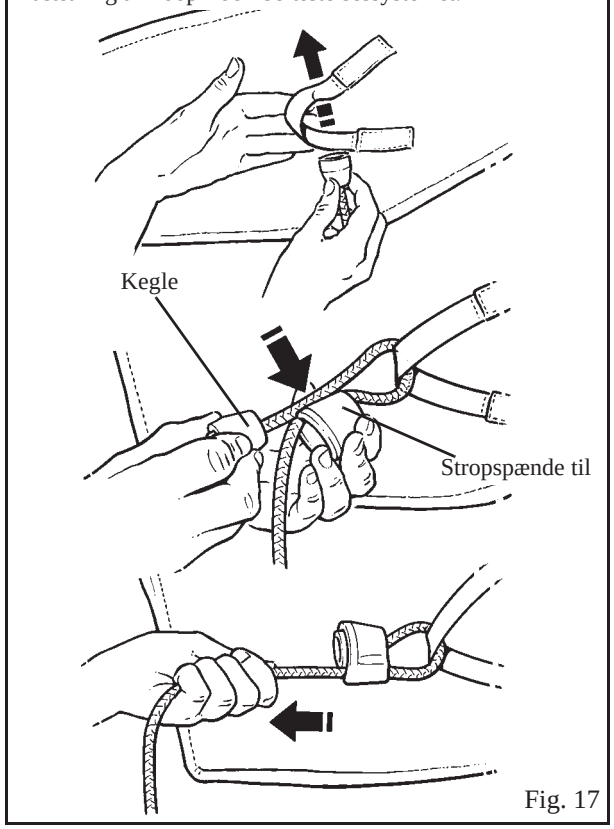

Fig. 17
1. **Advarsel:** Sørg for, at keglen er trukket stramt ind i kopdelen. (Se fig. 17)
Tag fat i én slyngebefæstelse ad gangen, og hægt dem på sejlet. (Se fig. 17)
1. Find fastgørelsesstropperne på hver side af sejlet, og hægt befæstelserne på (Loop Lock-metoden som vist tidligere på fig. 17).
2. **Advarsel:** Lås slyngebefæstelserne fast i låseklemmerne. (Se fig. 17)